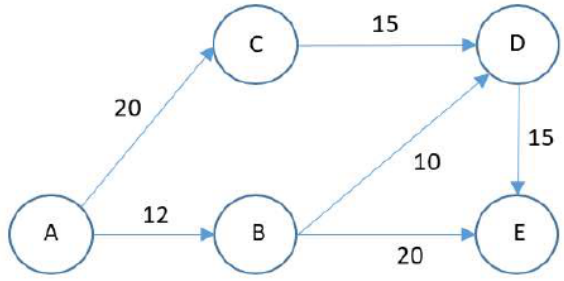

Figure 2c: Distribution Network
Q8c. A distributor ships a new product from a warehouse at Node A. Customers are located at Nodes D & E. The distribution network for shipping the product is shown in Figure 2c where the values on the arcs represent unit shipping costs. The manufacturer wants to determine the lowest cost shipping plan by formulating a Linear Programming (LP) model to solve the Minimum Cost Flow problem.
Q8c(i). How many decision variables will the LP model contain for the Minimum Cost Flow model in Figure 2c?